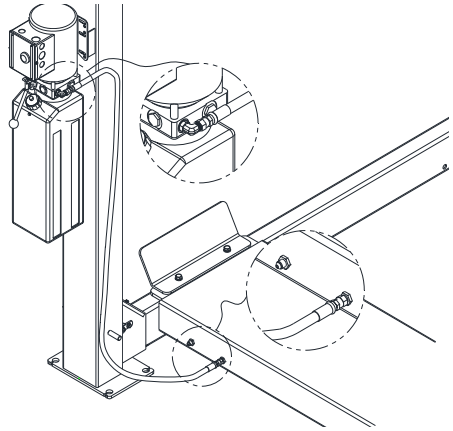

Fig 18 – Supply Line, Side
34) For installs with the power unit on the side of the column route the supply line to the bulkhead shown in **Fig 18**.